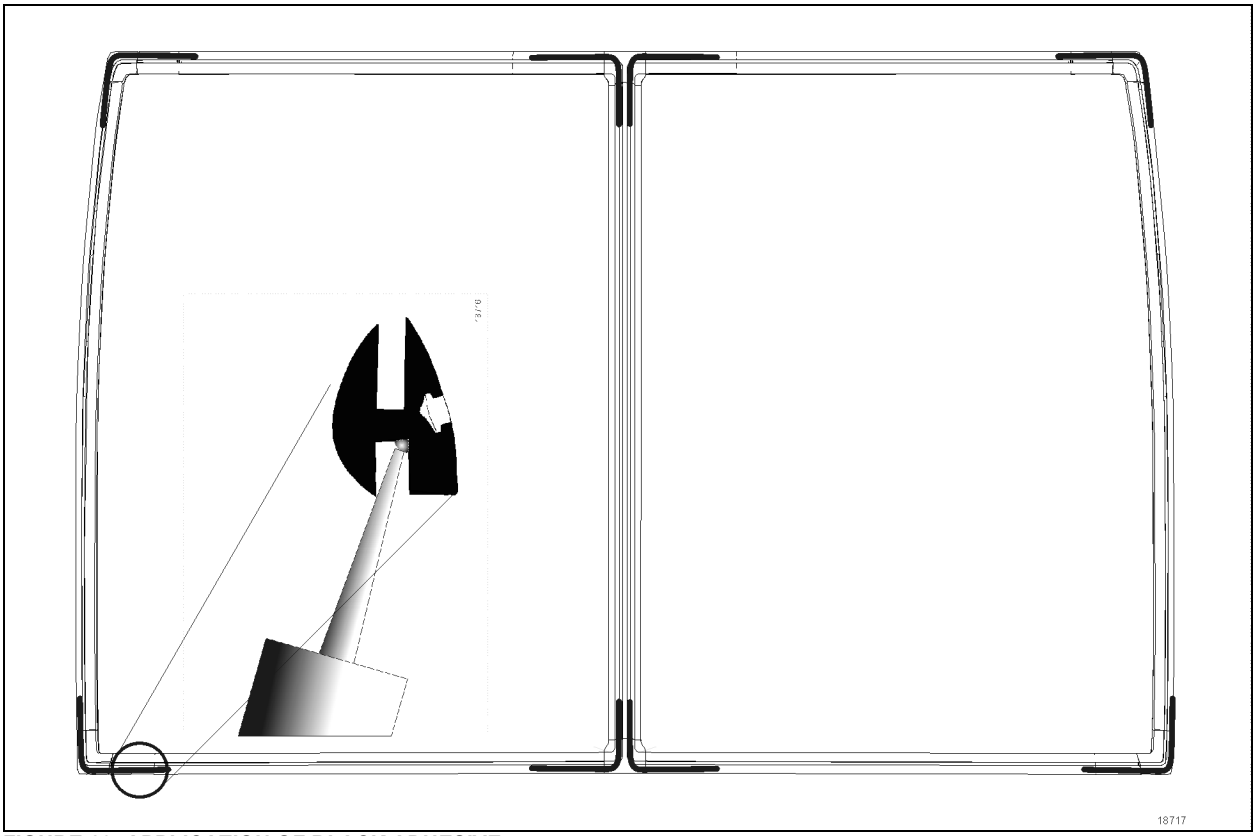

**FIGURE 20: APPLICATION OF BLACK ADHESIVE**
2. Apply a 1/8" bead of black Simson adhesive #684685 to all four corner of the gasket in the groove outside corner as illustrated in Figure 20. Do this *before* placing gasket on vehicle structure to control quality and continuity of bead. This method helps achieve a watertight installation.